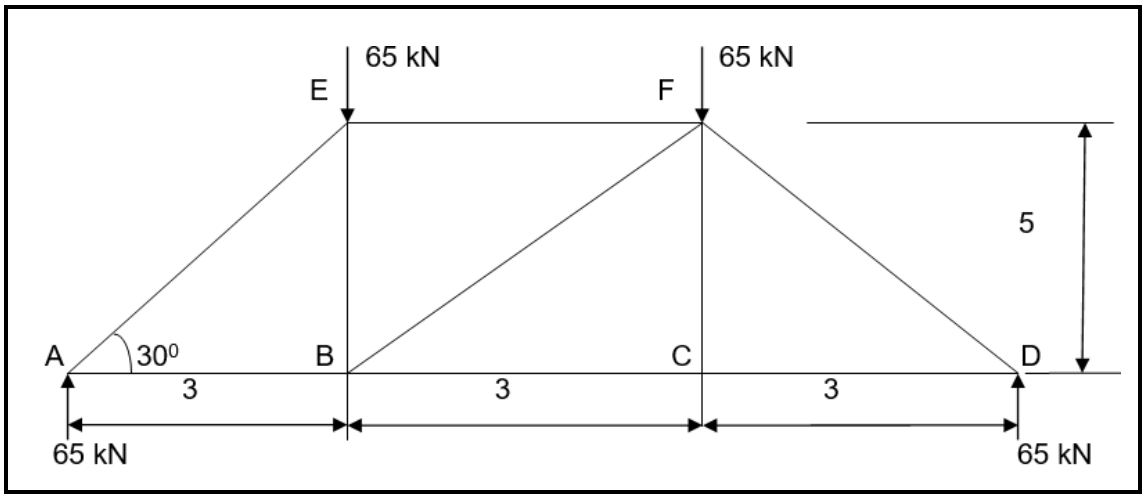

FIGUUR 5 (6)
3.1 Bereken die staafkragte wat op las A in die dakkap in FIGUUR 5 inwerk.